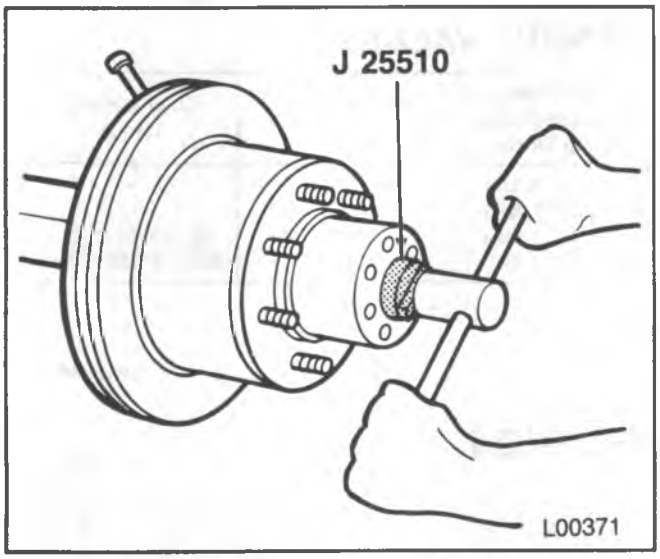

Figure 38—Removing Wheel Bearing Nut
1. Axle shaft (74). Refer to "Axle Shaft Replacement" in this section.
2. Nut (90) using J 25510 (figure 38).
3. Lock washer (89).